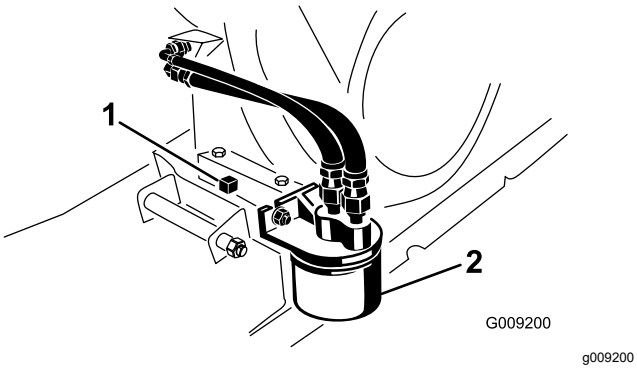

Figuur 39
5. Zet een opvangbak met een inhoud van minstens 1,8 liter onder de aftapplug (Figuur 39).
6. Verwijder de aftapplug en de pakking (Figuur 39).
2. Verwijder het oude oliefilter (Figuur 39).
4. Schroef het nieuwe oliefilter op het filteradapter totdat de pakking contact maakt met de bevestigingsplaat. Draai het filter vervolgens nog eens een ½ tot ¾ slag vast (Figuur 39).